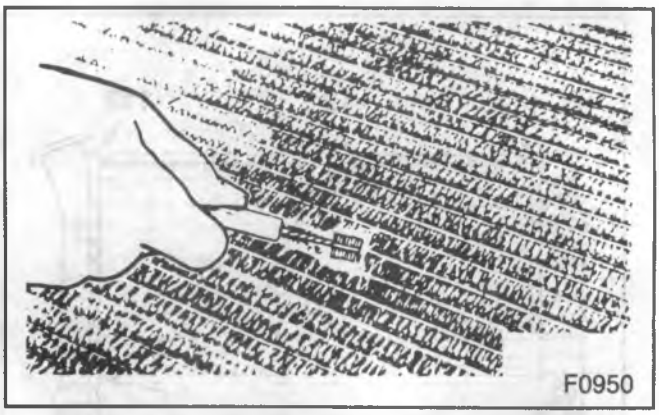

Figure 26—Cleaning the Repair Area with A Steel Brush
4. Brush the area to be repaired with the small steel brush that is supplied in the kit and blow dust away from the repair are (figure 26).